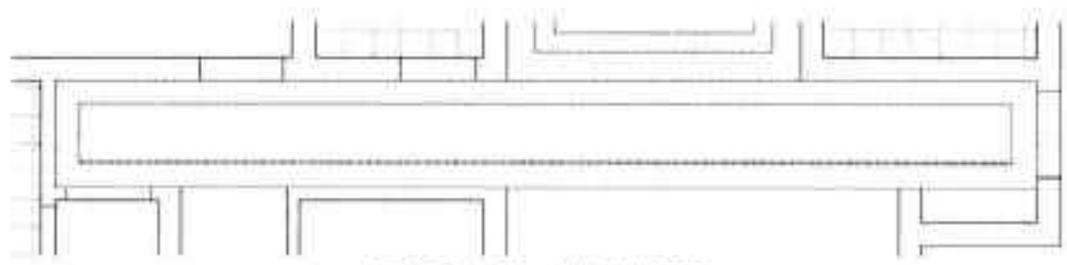

图19-59 偏移矩形
Step 06 执行“矩形”命令，捕捉过道区域对角点，绘制矩形。执行“偏移”命令，向内偏移 250mm，如图 19-59 所示。